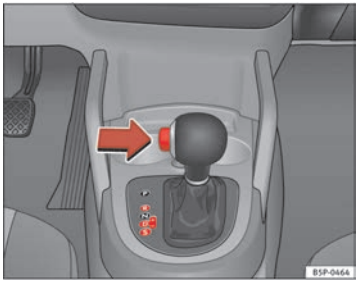

Fig. 145 Driving
– Press on the button on the selector lever knob (on the left, ⇒ page 183, fig. 145.